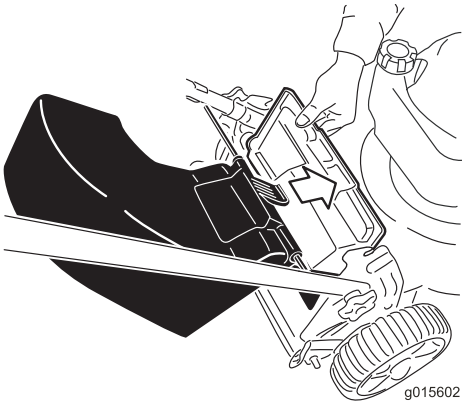

Bild 18
1. Heben Sie das hintere Ablenkblech an (Bild 18).
2. Haken Sie den Fangkorbgriff in die Kerben an den Griffhalterungen ein (Bild 18).